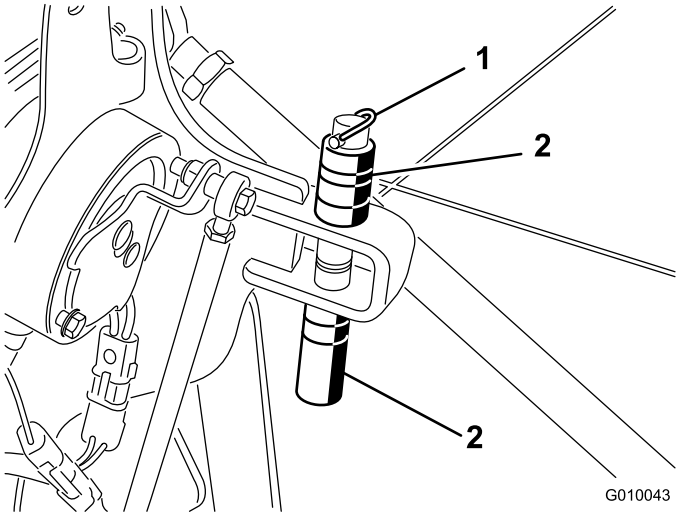

Figur 29
1. Fjern ringstiften som holder avstandsstykkene og dybdestiftene (Figur 29).